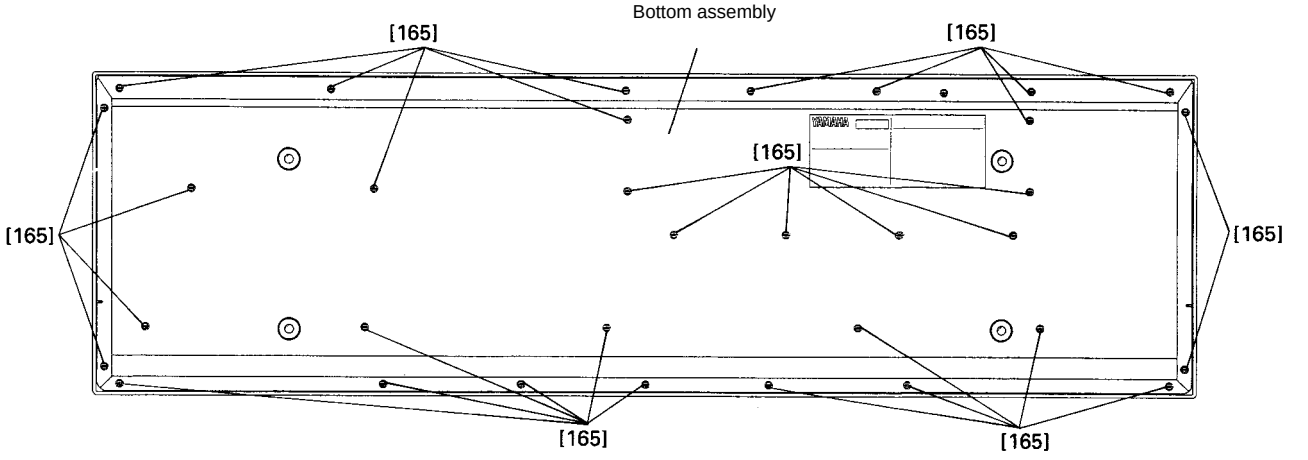

Fig.1
1-1 Remove the thirty-three (33) screws marked [165]. The bottom assembly can then be removed. (Fig. 1)